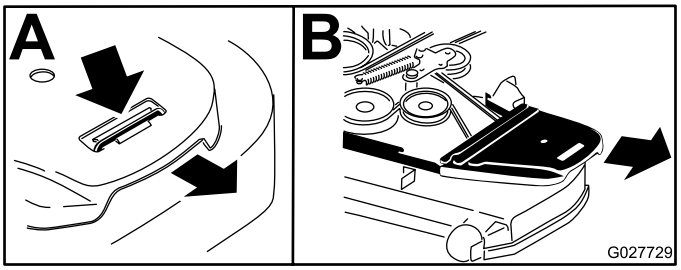

Figur 80
6. Fjern beltedeksler og boltene som er festet til dem (Figur 80).